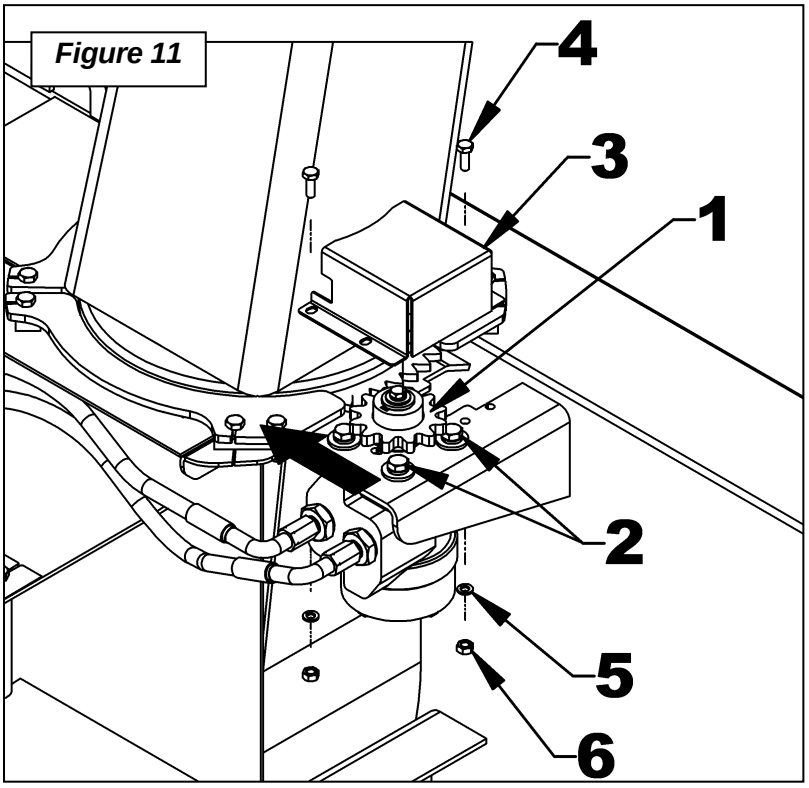

Figure 11
9. **FIGURE 11:** Motor adjustment: Push the motor toward the chute as to well set the gear teeth (item 1) without letting any play between teeth. Tighten firmly the four 3/8"NC x 1" bolts (item 2). If the rotation does not operate correctly, redo the adjustment.
10. **FIGURE 11:** Install the gear shield (item 3) and secure with two 1/4"NC x 3/4" bolts (item 4), two 1/4" lockwashers and two 1/4"NC nuts (items 5-6), as illustrated.